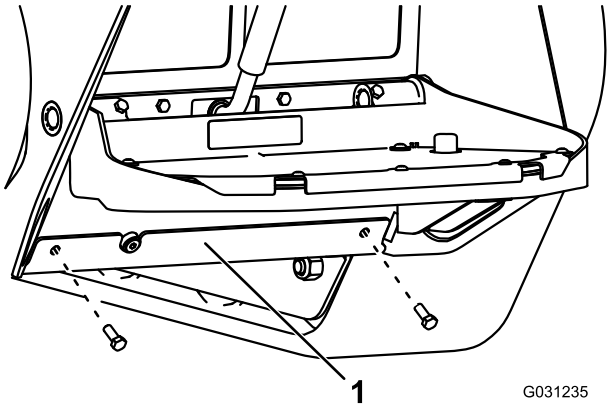

Rysunek 61
3. Wykręć 2 śruby mocujące osłonę dolną i zdejmij ją (Rysunek 61).
7. Zamontuj osłonę dolną (Rysunek 61).